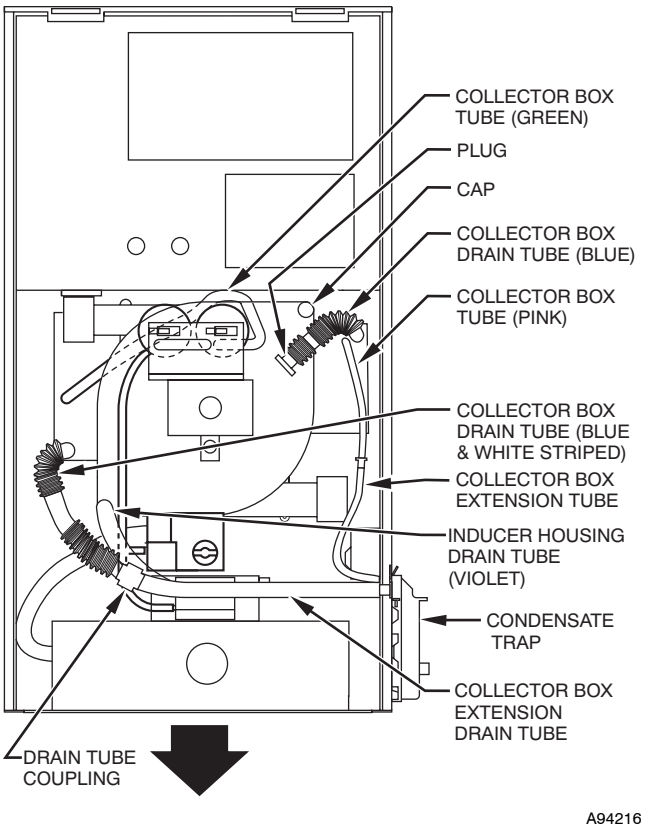

Fig. 10 - Downflow Tube Configuration (Right-Hand Trap Installation)
c. Route extended collector box drain tube between gas valve and inlet housing as shown in Fig. 10.